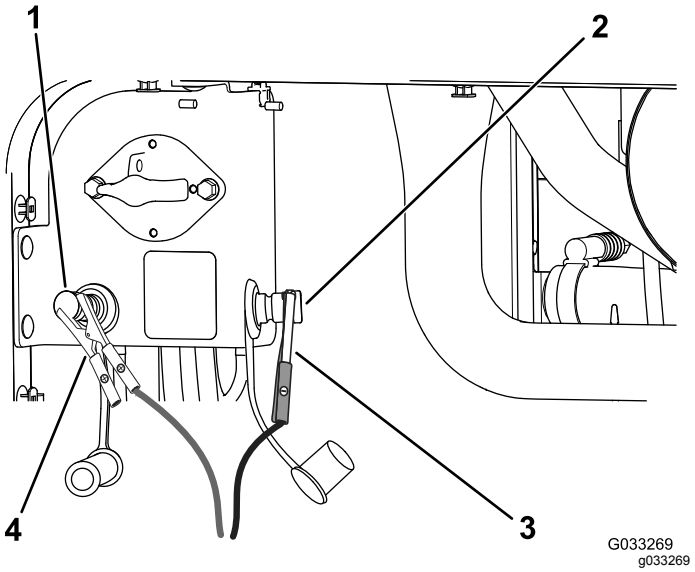

**Figur 116**
4. Tilslut det positive (+) startkabel til den positive startpol (Figur 116).
5. Slut det negative (-) startkabel til den negative startpol (Figur 116).
7. Når motoren starter, skal du bede den anden person om at frakoble det negative (-) startkabel fra den negative startpol og derefter frakoble det positive (+) startkabel (Figur 116).